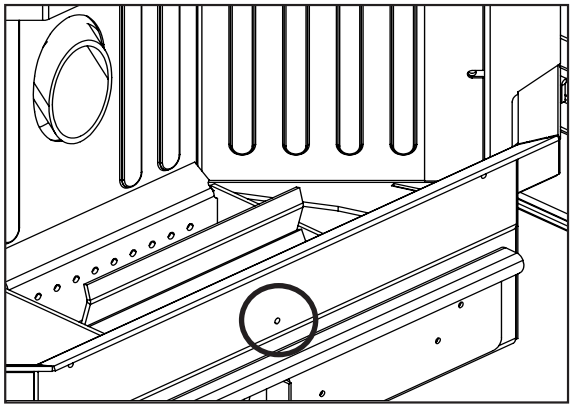

Figure 8: Hole for Pressure test with Magnehelic Gauge.
Taking a reading of vacuum pressure inside the firebox with a magnehelic gauge can be used to set the slider for best combustion. The slider damper should be set only on a hot stove (operating for thirty (30) minutes or more) by placing a Magnahelic Pressure Gauge in the firebox. The reading can be taken from the ⅛" (3 mm) hole located in the front of the firebox under the door (see Figure 8). **The best settings are a reading of approximately 0.13 inches of water column on the high fire setting. Some fuels may require higher or lower settings.**